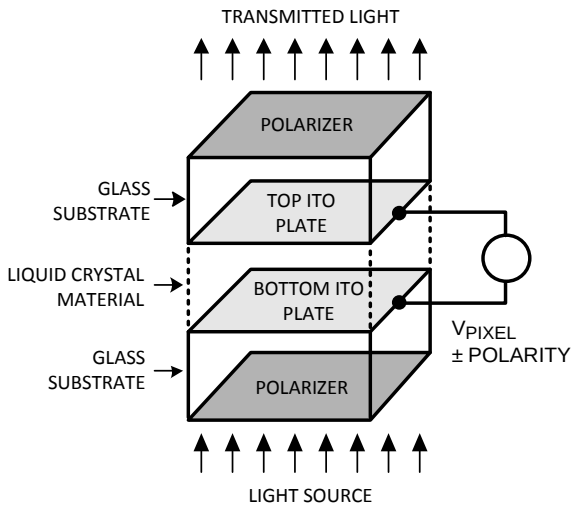

**Figure 25. Individual LCD Pixel**
To better understand these op amp applications, let's first review a few basic concepts of how a TFT display operates. Figure 25 is a simplified illustration of an LCD pixel. The top and bottom plates of each pixel consist of Indium-Tin oxide (ITO), which is a transparent, electrically conductive material. ITO lies on the inner surfaces of two glass substrates that are the front and back glass panels of a TFT display. Sandwiched between the two ITO plates is an insulating material (liquid crystal) that alters the polarization of light to a lesser a greater amount, depending on how much voltage ($V_{PIXEL}$) is applied across the two plates. Polarizers are placed on the outer surfaces of the two glass substrates, which in combination with the liquid crystal create a variable light filter that modulates light transmitted from the back to the front of a display. A pixel's bottom plate lies on the backside of a display where a light source is applied, and the top plate lies on the front, facing the viewer. On a Twisted Neumatic (TN) display, which is typical of most TFT displays, a pixel transmits the greatest amount of light when $V_{PIXEL}$ is less ±0.5V, and it becomes less transparent as this voltage increases with either a positive or negative polarity. In short, an LCD pixel can be thought of as a capacitor, through which, a controlled amount of light is transmitted by varying $V_{PIXEL}$.